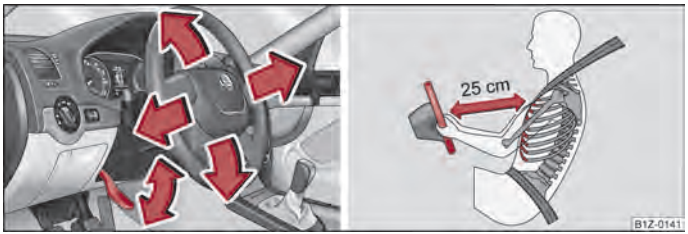

Fig. 98 Adjustable steering wheel: Lever below the steering wheel/safe distance to the steering wheel
– Pull the lever below the steering wheel down ⇒ fig. 98 - left ⇒ ⚠.
- **The driver must maintain a distance of at least 25 cm to the steering wheel ⇒ fig. 98 - right. Not maintaining this minimum distance will mean that the airbag system will not be able to properly protect you - hazard!**